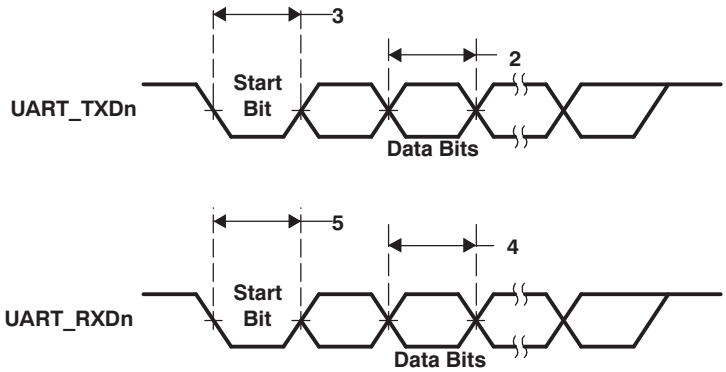

Figure 6-42. UART Transmit/Receive Timing
Table 6-59. Timing Requirements for UARTx Receive (see Figure 6-42)(1)
Table 6-60. Switching Characteristics Over Recommended Operating Conditions for UARTx Transmit (see Figure 6-42)(1)